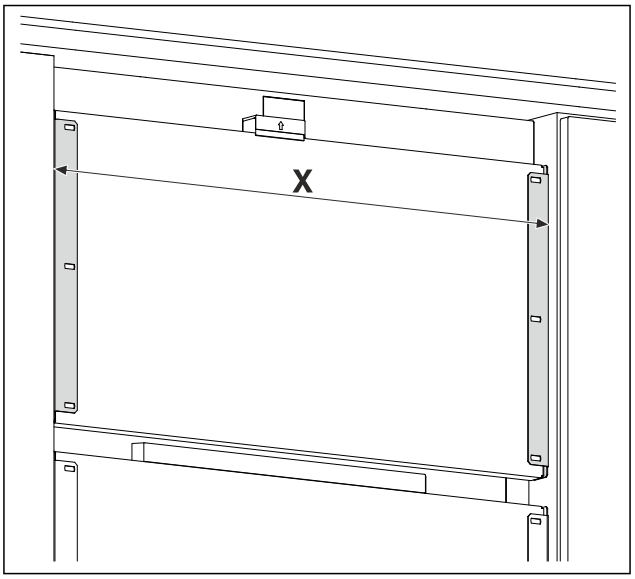

Fig. 18 Example illustration
▶ Measure the distance *Fig. 18 (X)* between the outer edges of the retaining brackets.